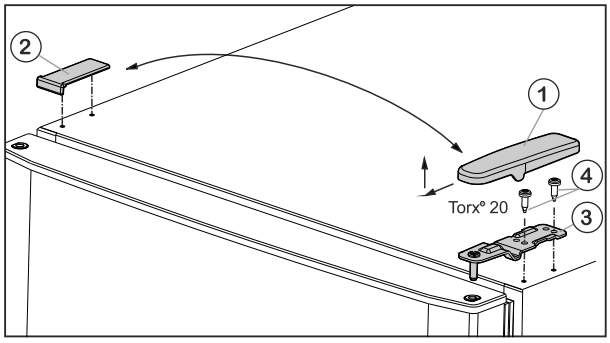

Fig. 6
▶ Retirer le cache *Fig. 6 (1)* par l'avant et le haut.
▶ Soulever le cache *Fig. 6 (2)*.
▶ Dévisser le support de palier supérieur *Fig. 6 (3)* (2 fois Torx® 20) *Fig. 6 (4)* et le retirer par le haut.
- ▶ Placer le support de palier supérieur *Fig. 6 (3)* sur le nouveau côté de la charnière et dans la porte.
- ▶ Revisser le support de palier **(en appliquant un couple de 4 Nm)** (2 Torx® 20) *Fig. 6 (4)*. Utiliser au besoin une visseuse sans fil.
- ▶ Replacer le cache *Fig. 6 (1)* du côté opposé par l'extérieur et l'enclencher.
- ▶ Replacer le cache *Fig. 6 (2)* du côté opposé par le haut et l'enclencher.